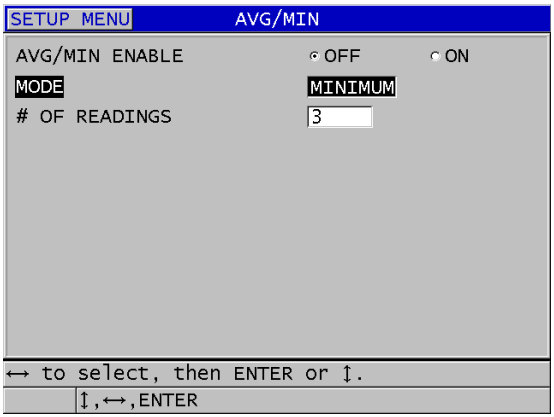

Rysunek 10-16 Otwieranie okna dialogowego średniej/minimum pomiarów
3. Na ekranie **AVG/MIN** (Średnia/min.) (patrz Rysunek 10-16 na stronie 185):